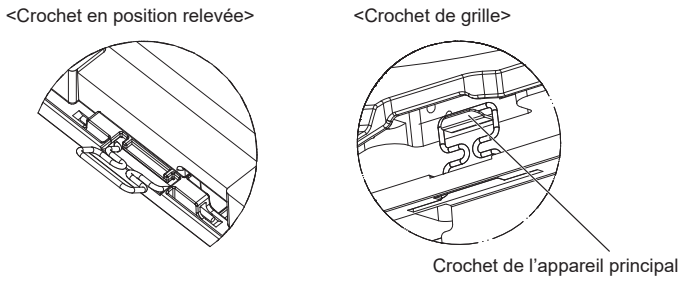

Fig. 10-5
- Alignez les trous de vis dans les coins de la grille avec les orifices de montage dans les coins de l'appareil principal, attachez les deux crochets de la grille sur les saillies du bac de récupération de l'appareil principal, et suspendez temporairement la grille. (Fig. 10-5)
- **Lorsque vous serrez la vis avec la rondelle captive (C), serrez-la à un couple de 4,8 N•m ou moins. N'utilisez jamais de tournevis à frapper. Cela pourrait endommager les pièces.**
- **Après avoir serré la vis, vérifiez que les deux crochets de la grille (Fig. 10-5) sont en prise avec les crochets de l'appareil principal.**